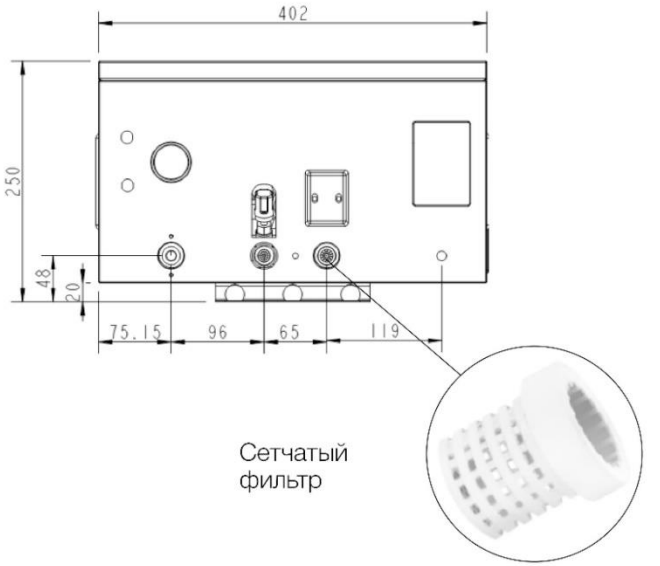

Рис. 15. Сетчатый фильтр
- Открутите трубу обратной линии и достаньте сетчатый фильтр из патрубка котла (см. Рис. 15).